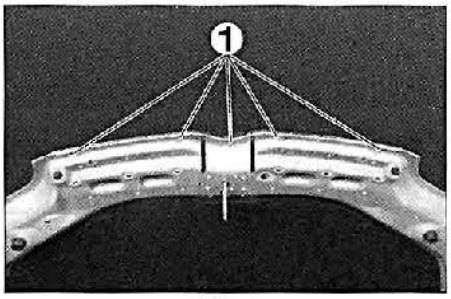
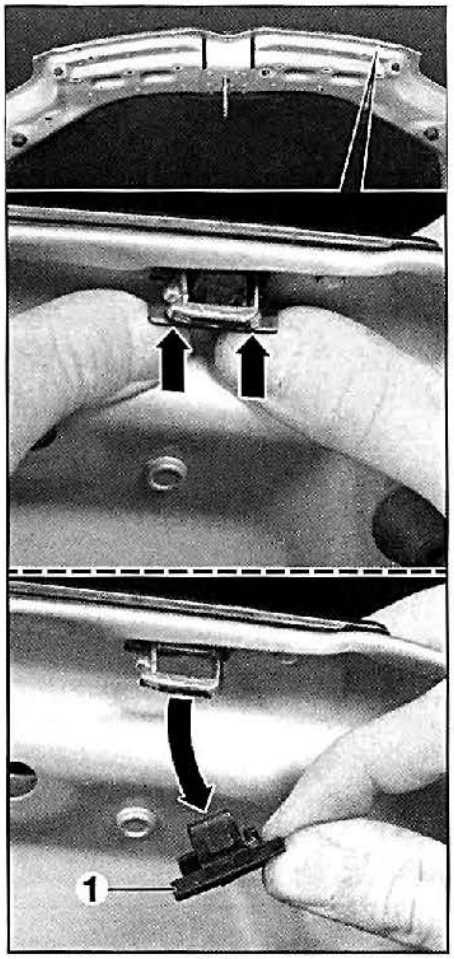

FIG. 1
FIG. 2
• Desmontar las grapas (1) (fig. 1) como en la foto **(fig. 2)**.